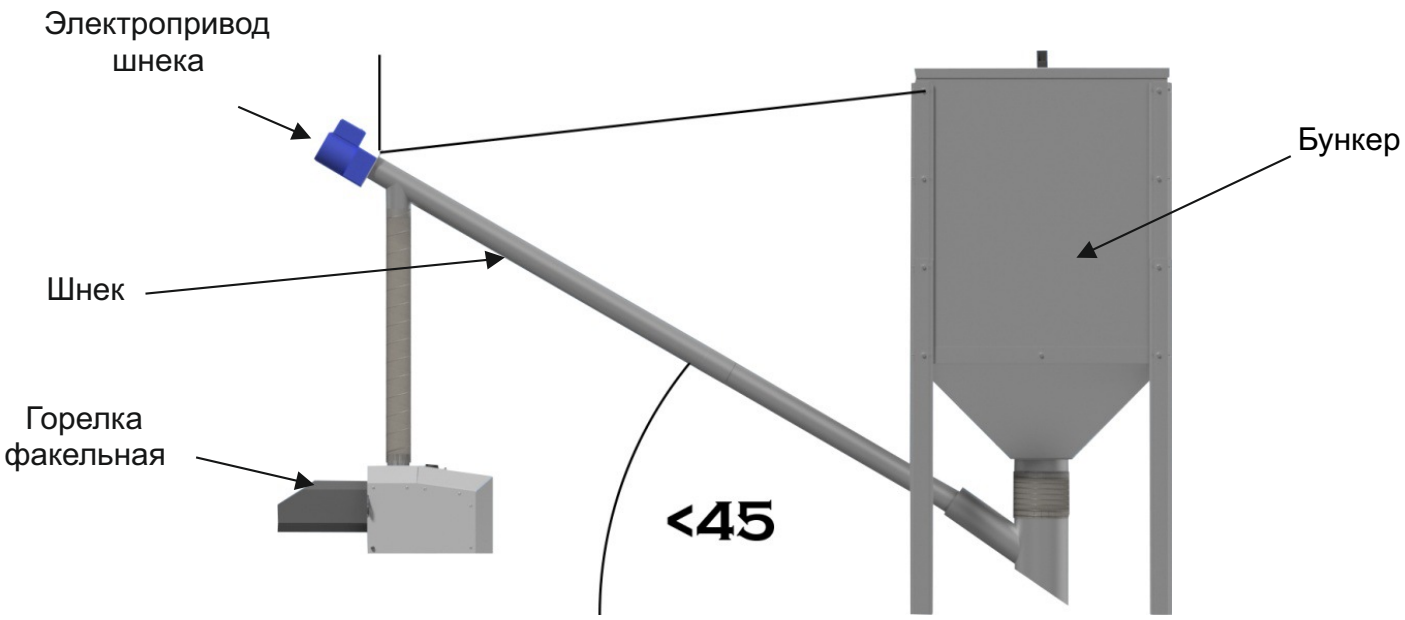

Рисунок 3. Общий вид винтового подающего устройства с Горелкой и бункером
Горелки работают комплексно с оборудованием в составе (см. рис. 3):
- Д) отмерить и отрегулировать длину подающего устройства пеллет, не забывая при этом, что угол между основанием и трубой подающего устройства не должен превышать 45° (см. рис. 3);
- Е) подвесить подающее устройство на цепочке. (см. рис. 3);